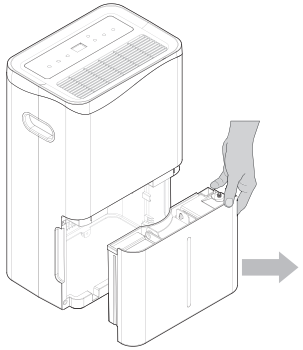

Рис. 4
1. Возьмите за ручку и дно бака, чтобы поднять его (рис. 4).